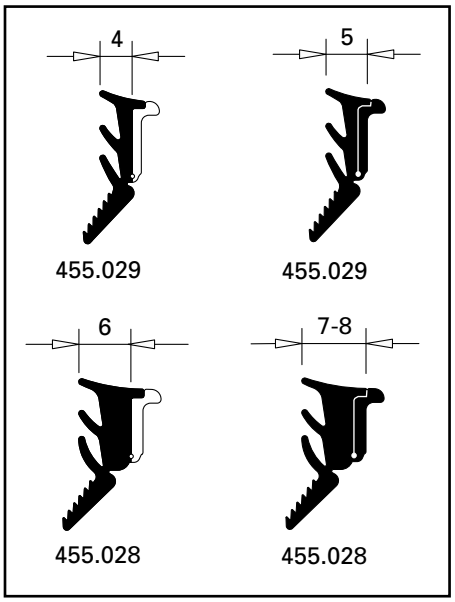

Abb. 17 / Fig. 17 / Fig. 17
- Einbaubreiten der Keildichtungen siehe Abb. 17
- Voir les largeurs des joints fig. 17.
- Refer to fig. 17 for the installation widths of the wedge weatherstrips